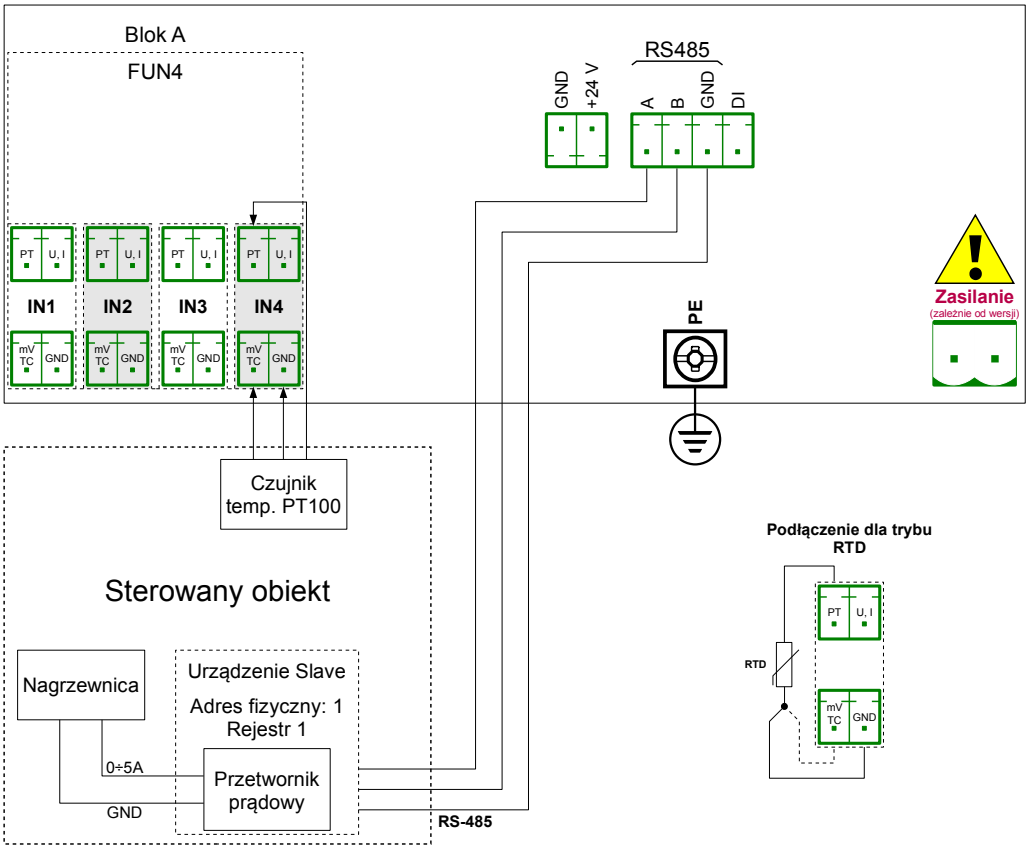

Rys. 7.85. Schemat połączeniowy dla konfiguracji sprzętowej FUN4 i portu Modbus MB1
Przed przystąpieniem do pomiaru i sterowania temperatury obiektu należy skonfigurować urządzenie, a następnie podłączyć czujnik temperatury i przetwornik prądowy. Przykładowy sposób połączenia przedstawiono na **Rys. 7.85**.
- parametr **Źródło** ustawiamy jako **Wej. A4: Uniwersalne** (patrz podłączenie na **Rys. 7.85**),
- parametr **Precyzja** ustawiamy jako **0.00**, ponieważ z taką dokładnością możemy wysyłać sygnał z regulatora na przetwornik prądowy sterujący nagrzewnicą (patrz **Rys. 7.85**),